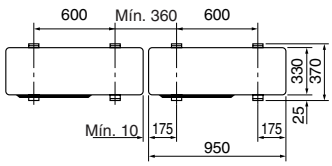

Fig. 3-1
- Certifique-se de instalar a unidade numa superfície firme e nivelada para evitar estrépidos durante a operação. (Fig. 3-1)